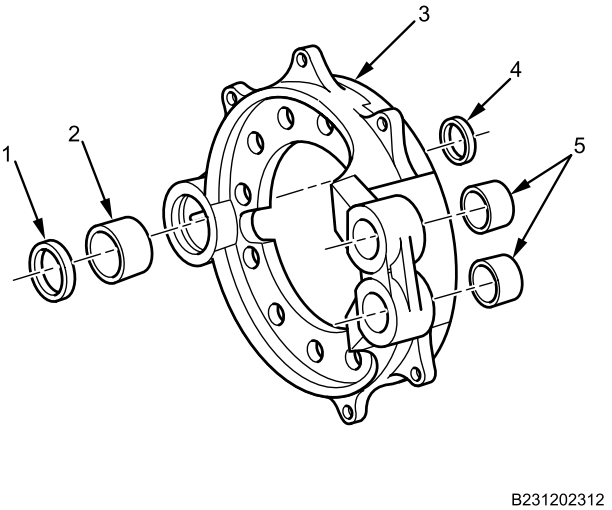

Figure 5. Install Seals and Bushings.
1. Grease two new anchor pin bushings (Figure 5, Item 5).
2. Using seal driver tool, install two new anchor pin bushings (Figure 5, Item 5) into front brake spider assembly (Figure 5, Item 3).
5. Grease two new camshaft seals (Figure 5, Item 1 and 4).
6. Using seal driver tool, install two new camshaft seals (Figure 5, Item 1 and 4) into front brake spider assembly (Figure 5, Item 3).